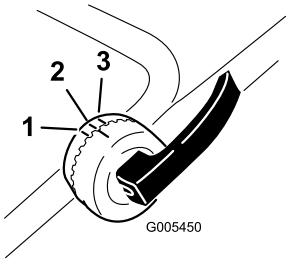

Bild 4
2. Zum Einstellen der Griffhöhe lösen Sie die oberen Griffarretierungen und drehen den oberen Griff nach oben. Arretieren Sie ihn in einer für Sie komfortablen Stellung (Bild 4).
Hinweis: Sie können den oberen Griff auf die Stellung 1 bis 3 einstellen. Richten Sie die Markierung mit einer der 3 Markierungen an der Innenseite der oberen Griffarretierungen aus (Bild 4).